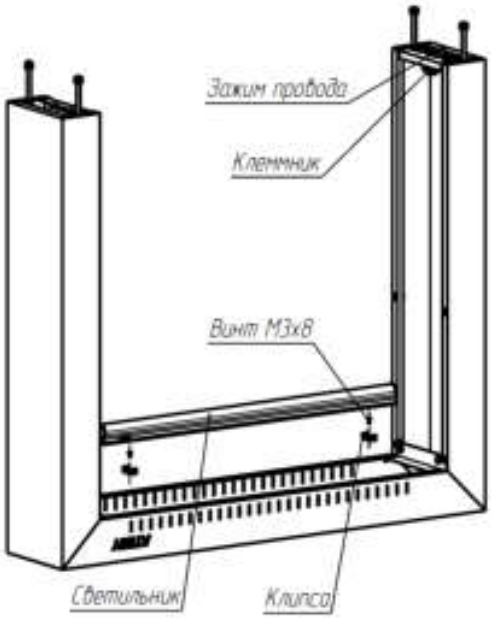

Рис.3
- Установить светильник (см. рис.3) при помощи винтов М3х8 и клипс (2 шт.) на стойку. Подсоединить штатный провод светильника к светильнику и к клеммнику.